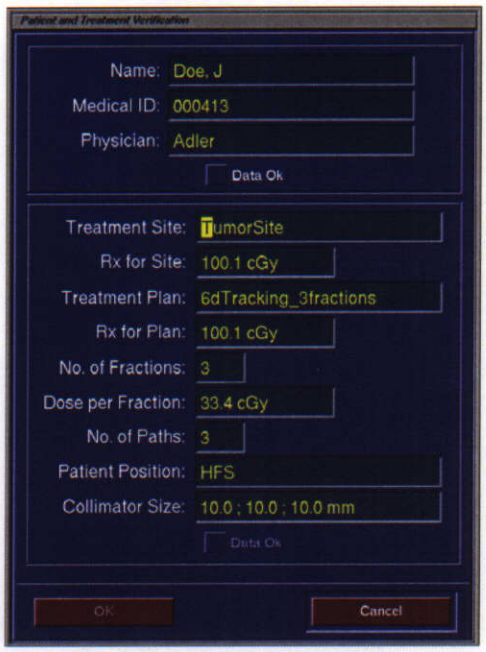

**Figure 13 Patient and Treatment Verification Menu**
**Step 3.** If the plan has been simulated, the Patient And Treatment Verification window (*Figure 13 Patient and Treatment Verification Menu, page 10*) appears.